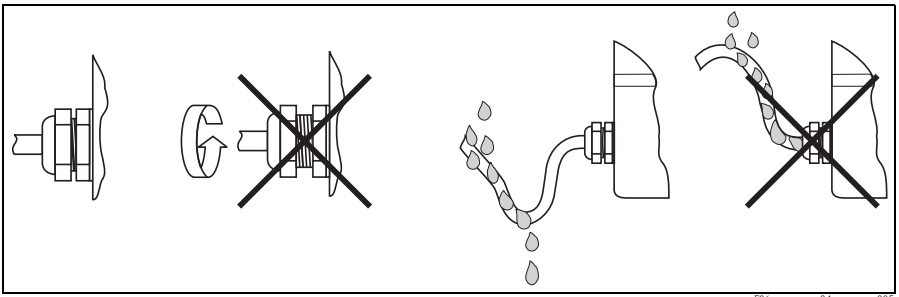

Fig. 7: Connection hints to retain IP 67 protection
- Firmly tighten the cable gland (Fig. 7).
- The cables must loop down before they enter the cable glands (“water trap”, Fig. 7). This means that any moisture that may form cannot enter the gland. Install the device so that the cable glands are not facing upwards.